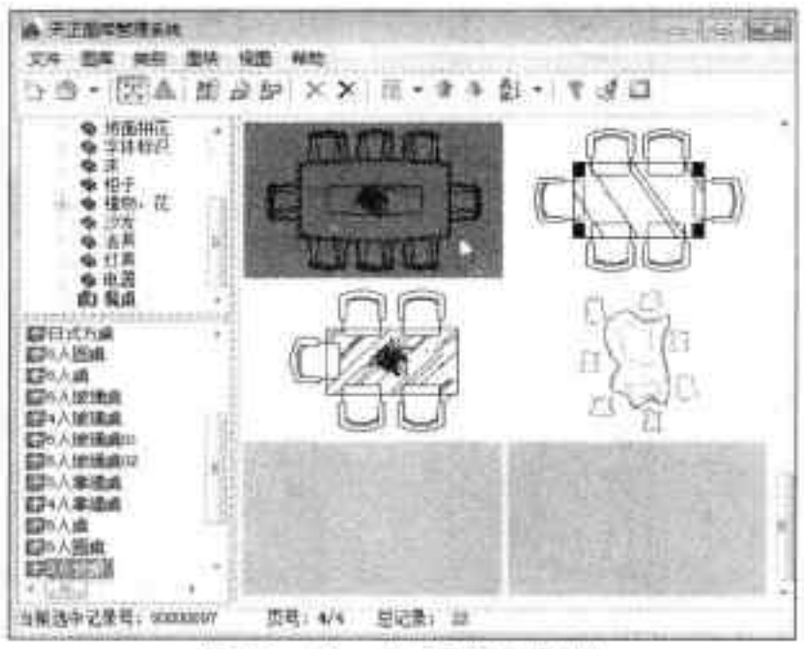

图18-78 选择餐桌图块
Step09 打开“天正图库管理系统”对话框，选中满意的餐桌图块，如图 18-78 所示。